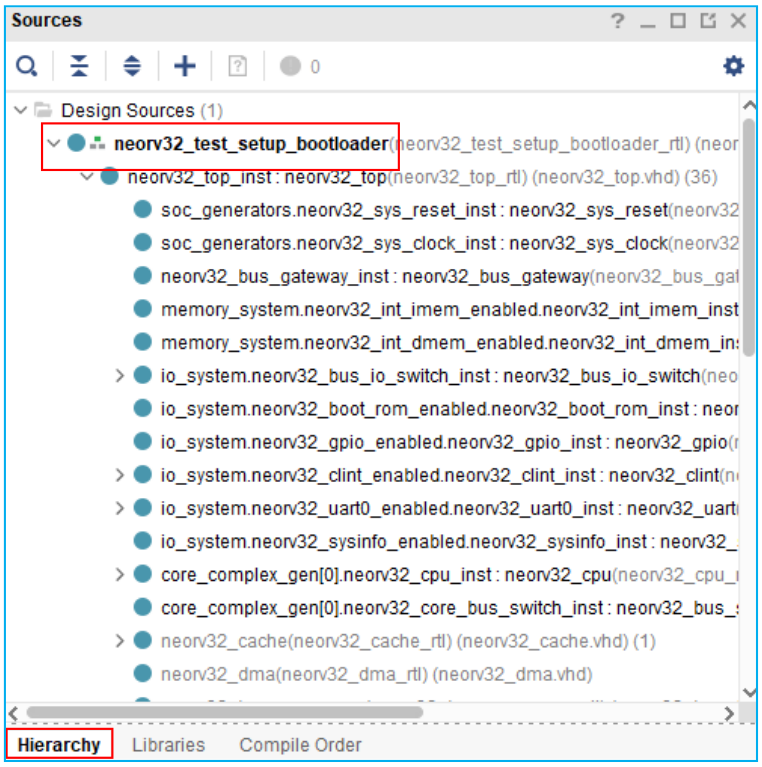

Fig.18. Pestaña `Hierarchy` de la Ventana `Sources`, la entidad *test setup* se coloca en lo más alto de la jerarquía del proyecto.
21. Si observamos la jerarquía del proyecto en la pestaña `Hierarchy`, el *test setup* de ha colocado en lo más alto (Fig.18).